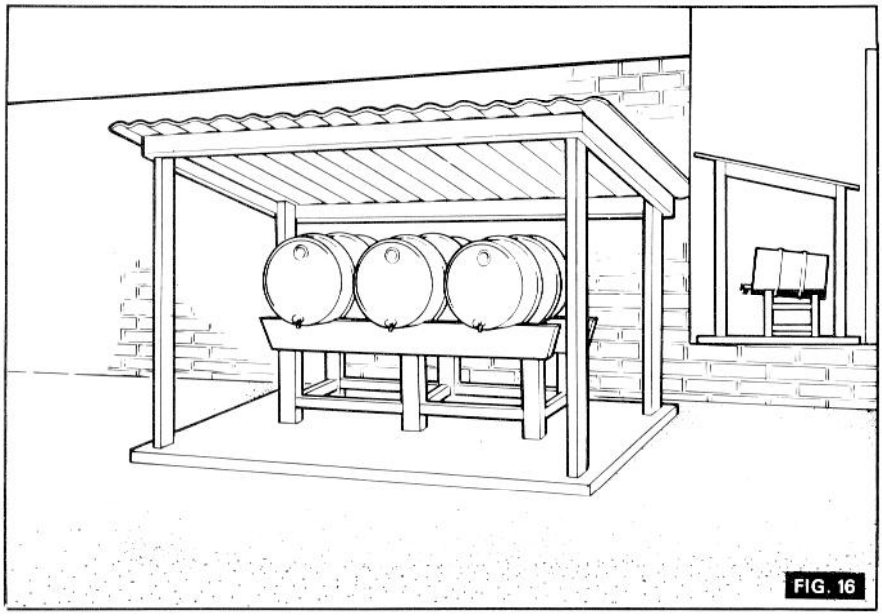

FIG. 16
7. Placer les fûts sur un support adéquat et les incliner suivant la Fig 16. Serrer correctement les bouchons pour éviter la pénétration de l'eau. Après manutention, laisser reposer le fût pendant 24 heures avant utilisation.